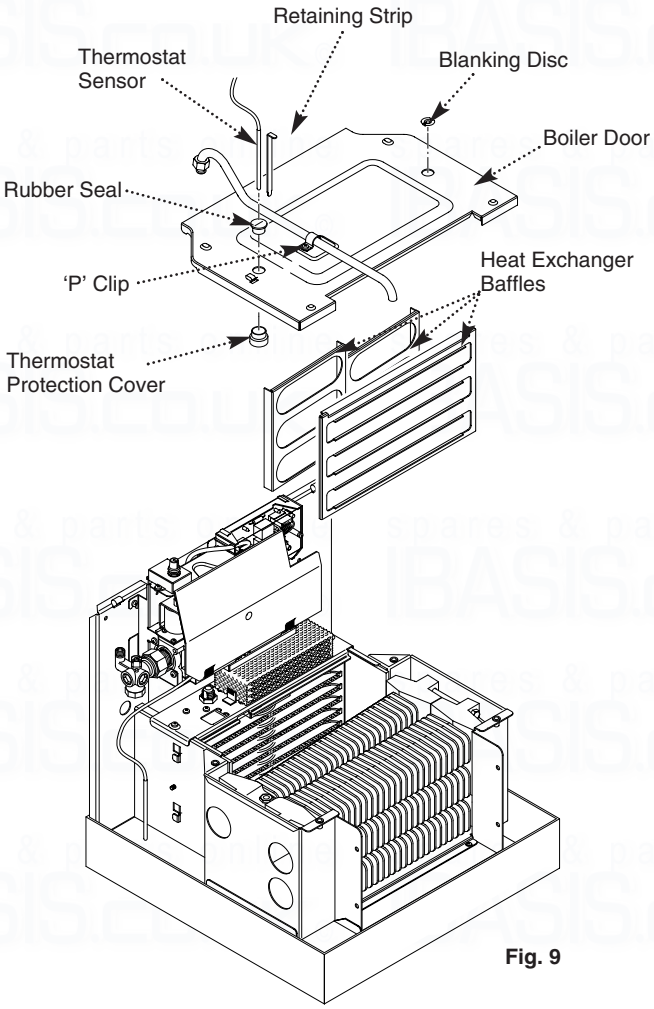

Fig. 9
6.2 For installations requiring the water connections at the right hand side proceed as follows (Fig. 9 & 9a):